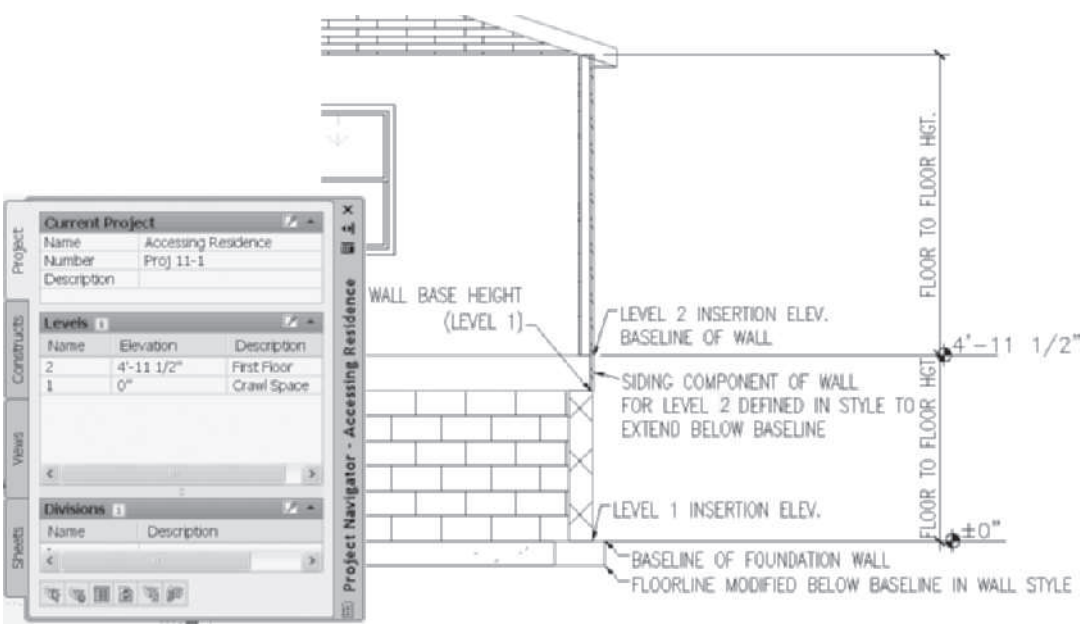

FIGURE 12.1 *Creating levels for a model*
The elevation or section drawings of a building are developed from a model drawing. The model is constructed in the Project Navigator by attaching such Construct drawings as floor plans, decks, porches, or other detached components associated with each level. The levels specified in the Project Navigator as shown in Figure 12.1 determine the Z coordinate insertion point for the Construct drawings assigned to each level. The insertion point of the construct is located at the baseline of a wall. The siding wall component defined in the wall style of floor 1 extends below the baseline of the wall to cover the floor framing as shown in Figure 12.1. In this example, the FloorLine command was used in the Construct drawing to extend a wall component of the upper level down below its baseline to cover the floor framing. You can adjust the offset values for the FloorLine command based upon distances between the levels determined from elevation views of the model. The floor framing can be represented by a slab object with its thickness set equal to the joist and sill wood framing.
3. Click the **Levels** button of the **Project** tab as shown in Figure 12.1 to open the Levels dialog box. Specify values for floor elevation and finish floor to finish floor vertical distances for each level (foundation, floor 1, floor 2).